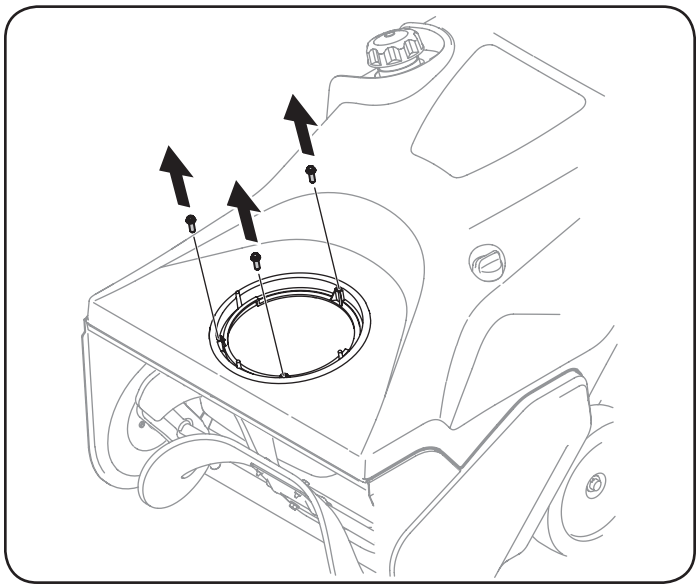

Figura 4
2. Extraiga los tornillos de la base del canal. Vea la Figura 4.